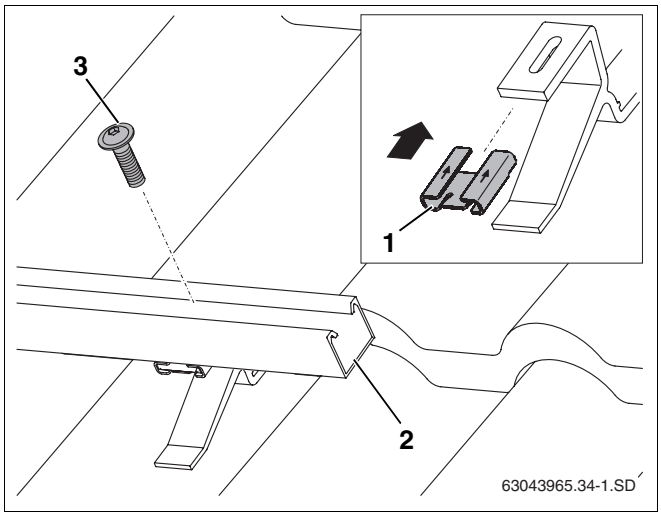

Abb. 32 Profilschienen am Dachhaken befestigen
- Schiebemutter (Abb. 32, **Pos. 1**) in Pfeilrichtung auf den Dachhaken schieben.
- Die unteren Profilschienen (Abb. 32, **Pos. 2**) auf die Dachhaken legen und Schraube M8 (Abb. 32, **Pos. 3**) nur leicht anziehen, damit die Profilschienen noch ausgerichtet werden können.